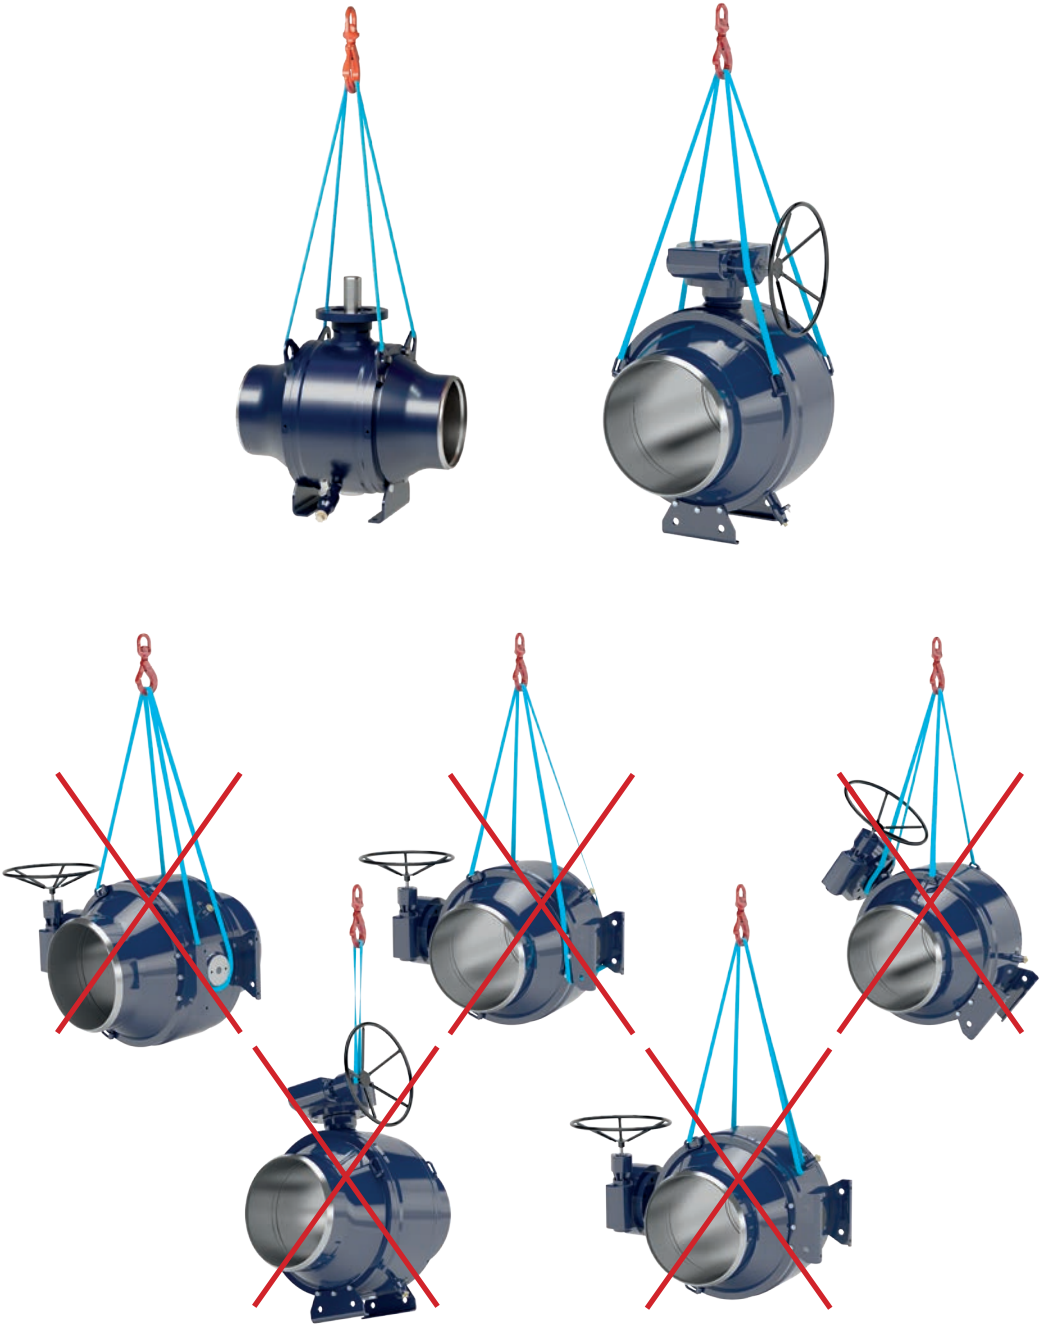

Bild 3. Lyft av ventilen.
Använd lyftlinor vid lyft av stora ventiler. Lyft inte ventilen från ställdonet eller spindeln (se bild 3).
- Ventilen eller ventilkonstruktionen får inte lyftas från ställdonet. Om ventilen är utrustad med lyftöglor, använd dem (se bild 3). Om ventilen tappas eller lyfts på fel sätt kan detta orsaka personskador eller skador på utrustningen.
- Använd någon av lyftmetoderna som visas på bild 3.